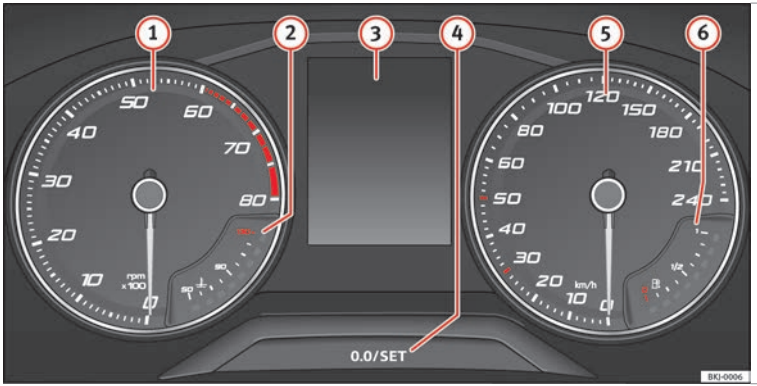

Fig. 125 Cuadro de instrumentos en el tablero de instrumentos.
El cuentarrevoluciones muestra el régimen de revoluciones del motor por minuto ››› **fig. 125 ①**.
La aguja del cuentarrevoluciones ① ››› fig. 125 sólo deberá alcanzar la zona roja durante un breve período de tiempo, de lo contrario corre el peligro de sufrir daños en el motor.
Al conectar el encendido, en la pantalla del cuadro de instrumentos ››› **fig. 125 ③** puede visualizarse información diversa, en función del equipamiento del vehículo:
- Pulse brevemente el botón ››› fig. 125 (4) para restablecer el cuentakilómetros parcial a 0.
- Mantenga pulsado el botón (4) durante unos 3 segundos y se visualizará el valor anterior.
- Para ajustar la hora, mantenga pulsado el botón ››› fig. 125 (4) durante más de 3 segundos para seleccionar el indicador de horas o bien de minutos.
- Para proseguir el ajuste, pulse el botón (4). Para que los números se sucedan con rapidez, mantenga la tecla pulsada.
- Pulse nuevamente el botón (4) para finalizar el ajuste de la hora.
Mantenga pulsado el botón ››› fig. 125 ④ durante más de 15 segundos para visualizar las letras distintivas del motor (MKB) del vehículo. Para ello, el encendido debe estar conectado y el motor apagado.